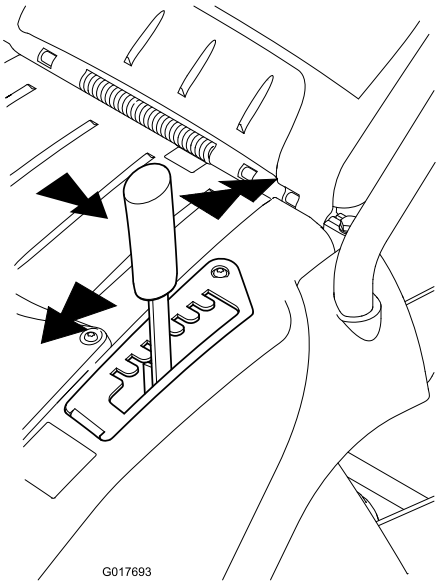

**Figure 11**
1. Grip the lever and pull sideways to disengage it from the locking notch (Figure 11).
2. Push it forwards to lower or pull it backwards to raise the height of cut (Figure 11).
3. Release the lever at the required position and ensure that it locks firmly into one of the eight setting notches (Figure 11).